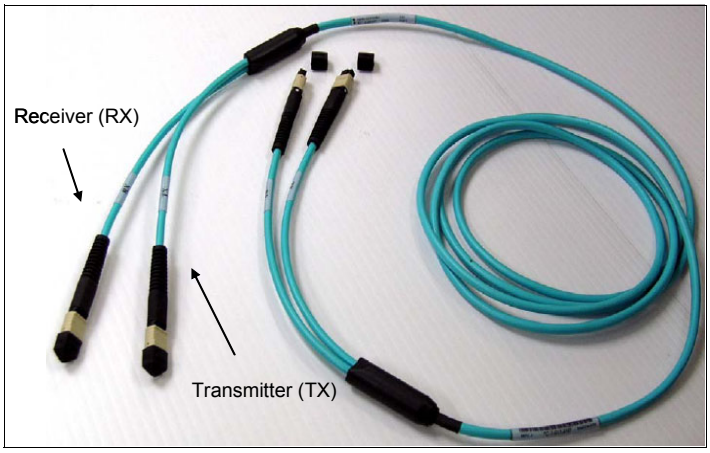

Figure 4-5 OM3 50/125 µm multimode fiber cable with MPO connectors
Important: The HCA3-O fanout has two ports (1 and 2). Each port has one connector for transmitting (TX) and one connector for receiving (RX). Ensure that you use the correct cables. An example is shown in Figure 4-5.